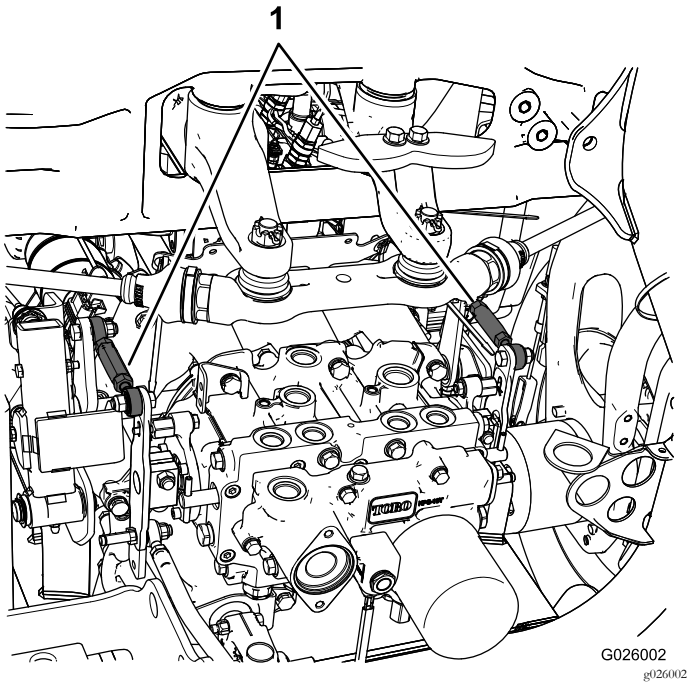

Figura 9
- Si el neumático trasero izquierdo está girando, afloje las contratuercas de la varilla de control de la transmisión del lado izquierdo (Figura 9).